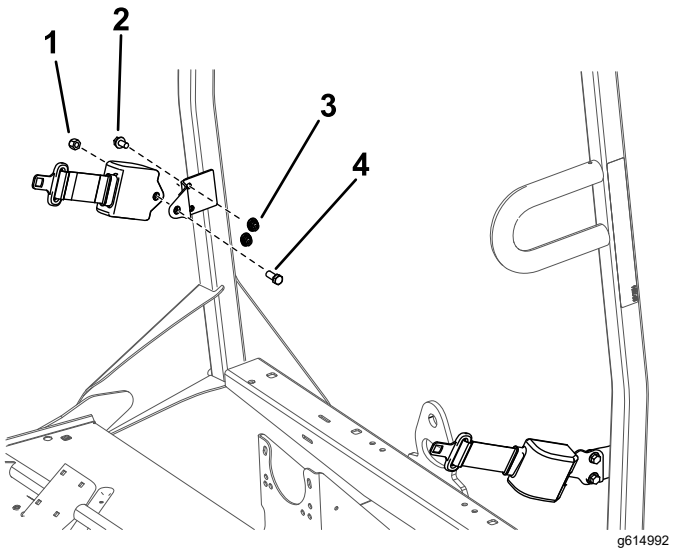

Bild 7
1. Befestigen Sie eine Sicherheitsgurt-Verankerungshalterung an der Außenseite jeder Lasche am Überrollschutz (ROPS) mit zwei Schrauben (⅜") und zwei Muttern (⅜") (siehe Bild 7).
2. Befestigen Sie das zurückziehbare Ende jedes Sicherheitsgurts mit einer Schraube (7/16") und Mutter (7/16") an jeder Sicherheitsgurt-Ankerhalterung (Bild 7).